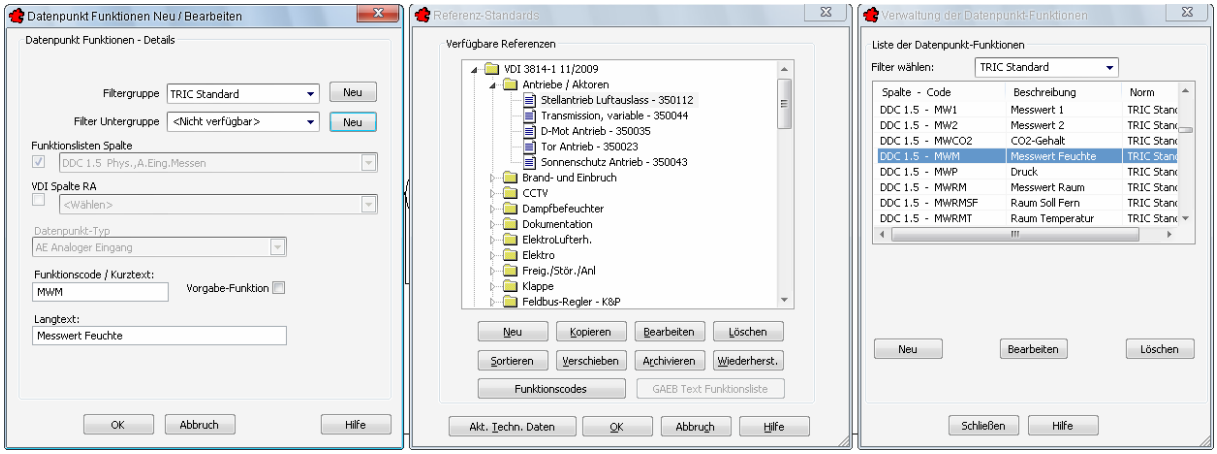

Bild 4.21 – Einfügen neuer Untergruppen für Funktionscodes
- Untergruppierung für Funktionscodes für einen Hersteller jetzt möglich (Abb. 4.21).